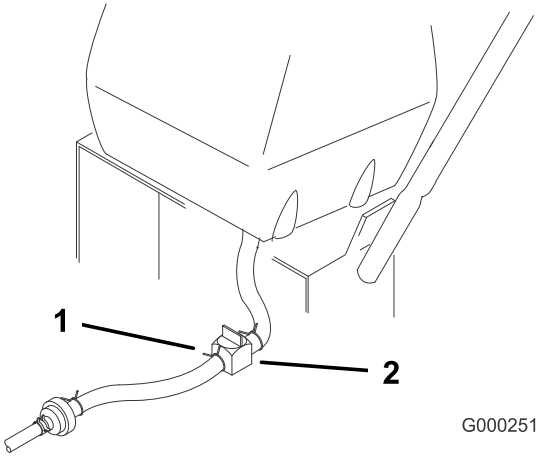

Figur 31
2. Stäng bränslekranen vid bränsletanken (Figur 31).
3. Kläm ihop ändarna på slangklämman och dra den upp på bränsleslangen bort från bränslefiltret (Figur 31).
4. Dra av bränsleslangen från bränslefiltret (Figur 31). Öppna bränslekranen och låt bensinen rinna ut i en bensindunk eller ett avtappningskärl.
3. Stäng bränslekranen vid bränsletanken (Figur 31).
7. Öppna bränslekranen vid bränsletanken (Figur 31).